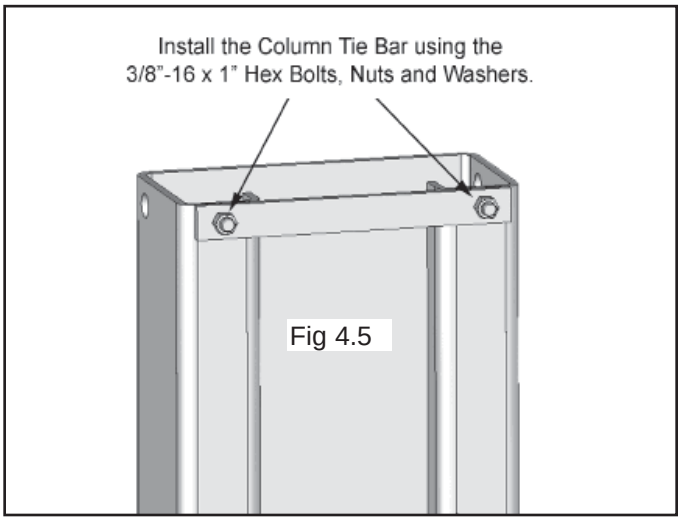

Fig 4.5
5. Install the Column Tie Bars using the 3/8”-16 x 1” Hex Bolts, Nuts and Washers. (See Fig 4.5)